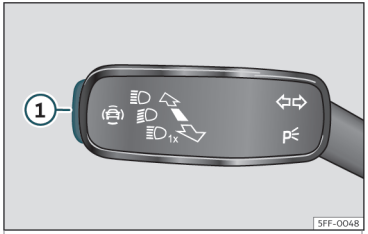

Fig. 57 En la palanca de intermitentes y de luz de carretera: tecla para los sistemas de asistencia al conductor (según versiones).
- Pulse brevemente la tecla›››fig. 57 ① para abrir el menú **Asistentes**.